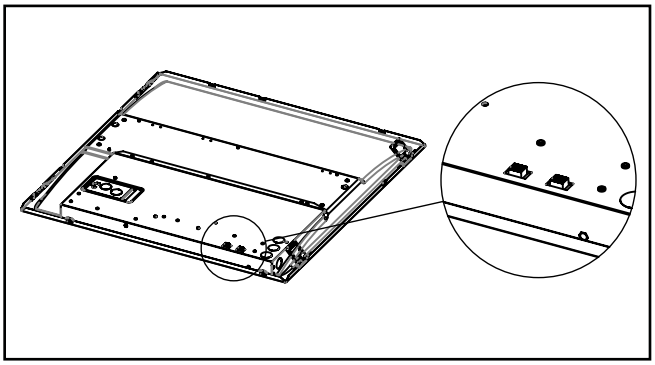

Figura 4.
1. En el recinto del conductor hay dos interruptores deslizantes (Figura 4), uno para CCT y otro para lúmenes. Las opciones de CCT y lumen deben seleccionarse antes de la instalación.